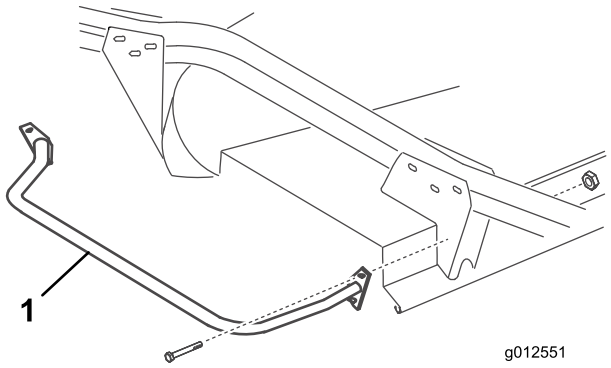

Figura 23
2. Fissate il foro di montaggio superiore della staffa di montaggio anteriore del paraurti alla staffa del braccio orientabile con un bullone (5/16-18 x 3 poll.) e un dado di bloccaggio (Figura 23).